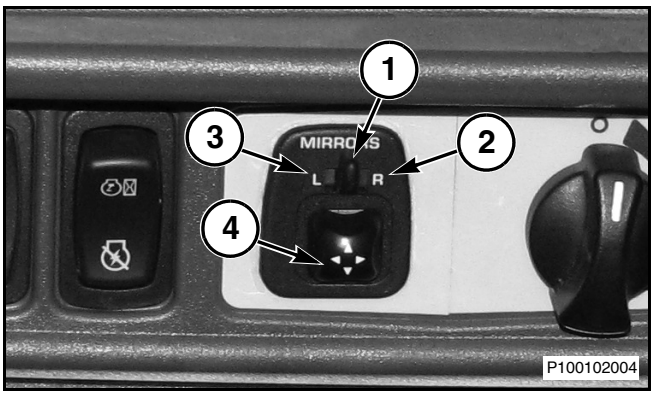

Рис. 49
Рис. 49: Поверните флажок регулировки зеркала (1) в положение R (2), чтобы отрегулировать правое наружное зеркало. Поверните флажок регулировки зеркала (1) в положение L (3), чтобы отрегулировать левое наружное зеркало.